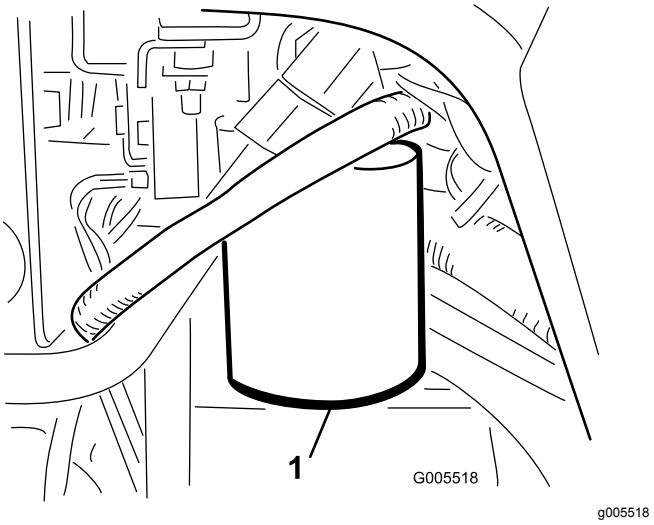

**Figur 56**
1. Rengör runt området där filtret monteras (Figur 56). Ställ ett avtappningskärl under filtret och ta bort filtret.